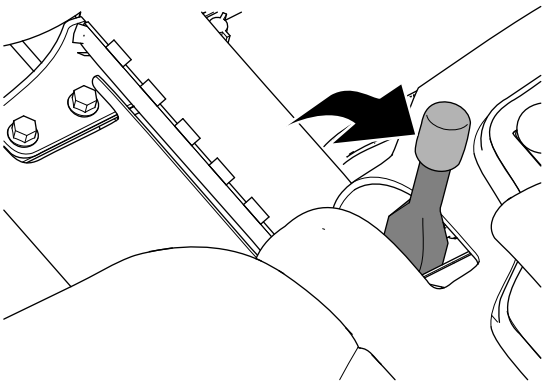

Figur 32
2. Koppla in parkeringsbromsen (Figur 32).